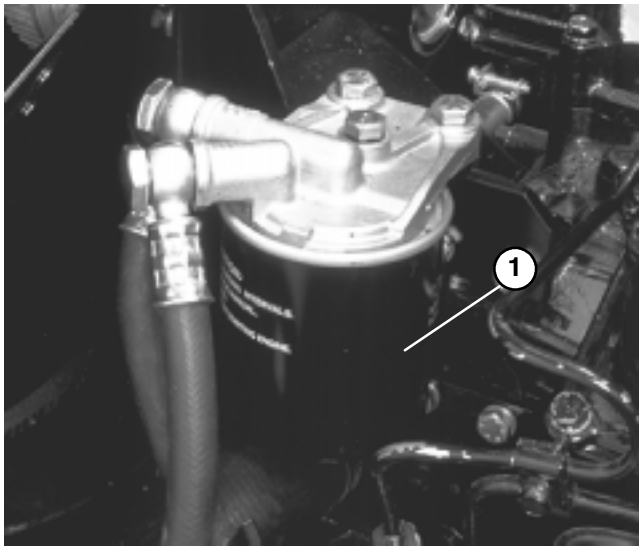

Figure 38
3. Every 1000 hours operation, or yearly, replace the engine fuel filter (Fig. 38) – left front side of engine – and drain water from the fuel tank. Apply clean fuel oil to the filter O–ring. Use hands only to install and tighten filter.